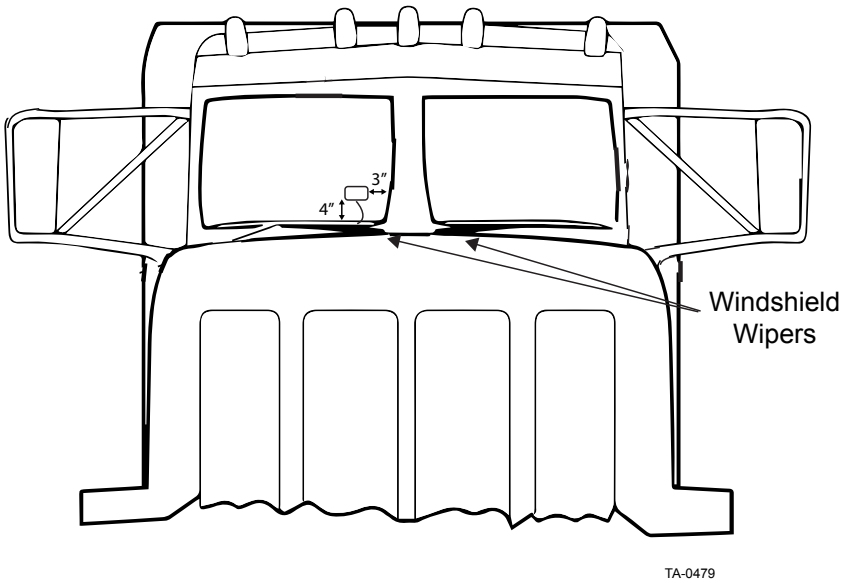

Figure 3 – Placement of Runner on two-piece windshield
2. If the vehicle has a two piece windshield, the Runner transponder should be mounted on the passenger side, 3 inches away from the center dividing bar and 4 inches above the dashboard (Figure 3).